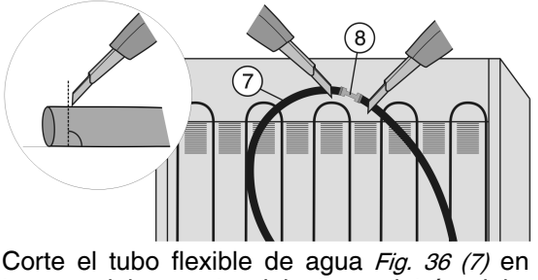

*Fig. 36*
▶ Corte el tubo flexible de agua *Fig. 36 (7)* en la parte trasera del aparato delante y detrás del empalme *Fig. 36 (8)* (90° respecto a la dirección del tubo).